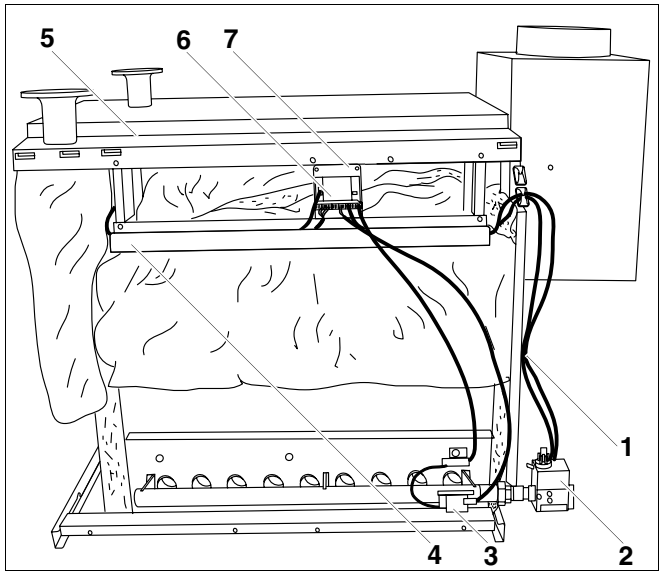

Afb. 69 Digitale brandersturing
- Schroef de bevestigingsplaat voor de brandersturing (afb. 69, **pos. 7**) met 2 schroeven aan de zijdelingse ketelafdekkappen (afb. 69, **pos. 5**).
- Maak de verbindingen tussen de brandersturing (afb. 69, **pos. 6**) en de gasklep (afb. 69, **pos. 2**) of de ontsteker (afb. 69, **pos. 3**) en de ionisatie-elektrode zoals aangegeven op het schakelschema.
- Maak de verbindingen tussen de brandersturing (afb. 69, **pos. 6**), het regeltoestel en het bijkomende regeltoestel zoals aangegeven op het schakelschema.
- De leidingen van de brandersturing (afb. 69, **pos. 6**) naar het regeltoestel worden via de kabelgoot (afb. 69, **pos. 4**) en de opening in de voorste ketelafdekkap gevoerd.
- De leidingen tussen de gasklep (afb. 69, **pos. 2**) en de brandersturing (afb. 69, **pos. 6**) worden gefixeerd met een klem voor de trekontlasting (afb. 69, **pos. 1**) aan de rugwand en dan via de kabelgoot (afb. 69, **pos. 4**) naar de brandersturing geleid.